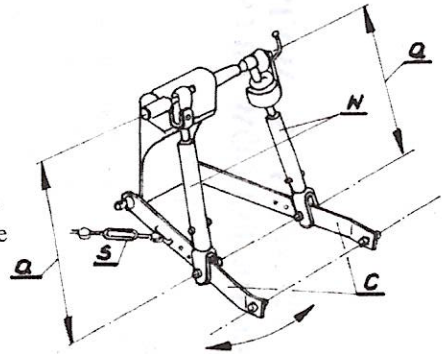

Rys.3.
Wieszaki (W) lewy i prawy powinny być ustawione na tę samą długość (a) – Rys.3.